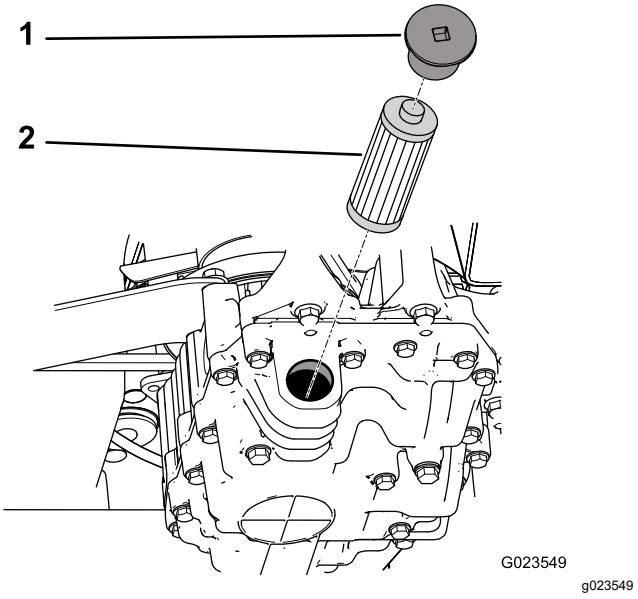

Rysunek 70
4. Wyjmij korek wlewu i wyciągnij filtr z przekładni (Rysunek 70).